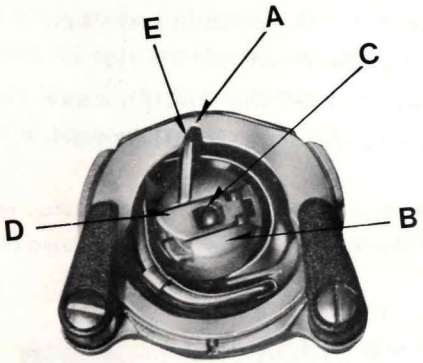

Fig. 12
Raise needle bar to highest position, and lift hinged cover plate. (See 1 7Fig. 1) Hold the bobbin case latch (D, Fig. 12), between the thumb and forefinger of the left hand, with at least three inches of thread running from the top of the bobbin case to the right. Insert and center the bobbin case on the stud of the shuttle body, (C). Be sure the bobbin case finger (E) is opposite the shuttle race notch, (A). Press the bobbin case (B) into the shuttle as far as possible until latch catches on the center post of the shuttle. Then release the bobbin case latch, (D). Press bobbin case again after latch has been released to make sure the bobbin case is locked securely.